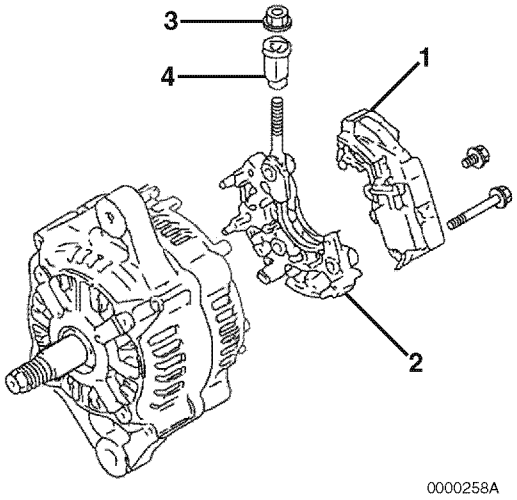

Figure 12-16
6. Reinstall the insulation bushing **(Figure 12-16, (4))** and nut **(Figure 12-16, (3))**.
7. Reassemble the regulator assembly **(Figure 12-16, (1))** to the holder **(Figure 12-16, (2))**.